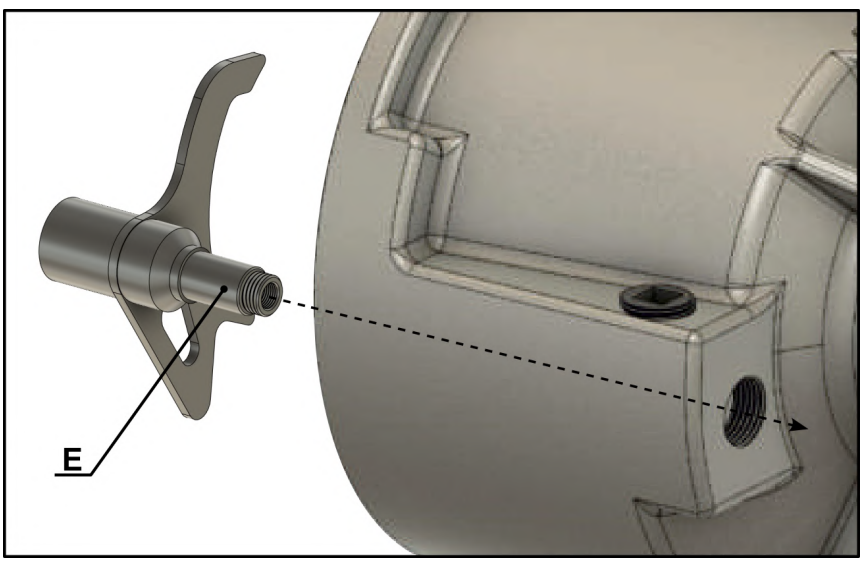

Рис. 20
3.17 Установите пневмоцилиндр внутри картера моста таким образом, чтобы его шток «**E**» вышел через заливное отверстие наружу. (**Рис. 20**)
3.18 Смажьте выступающую часть штока «**E**» маслом. (**Рис. 20**)